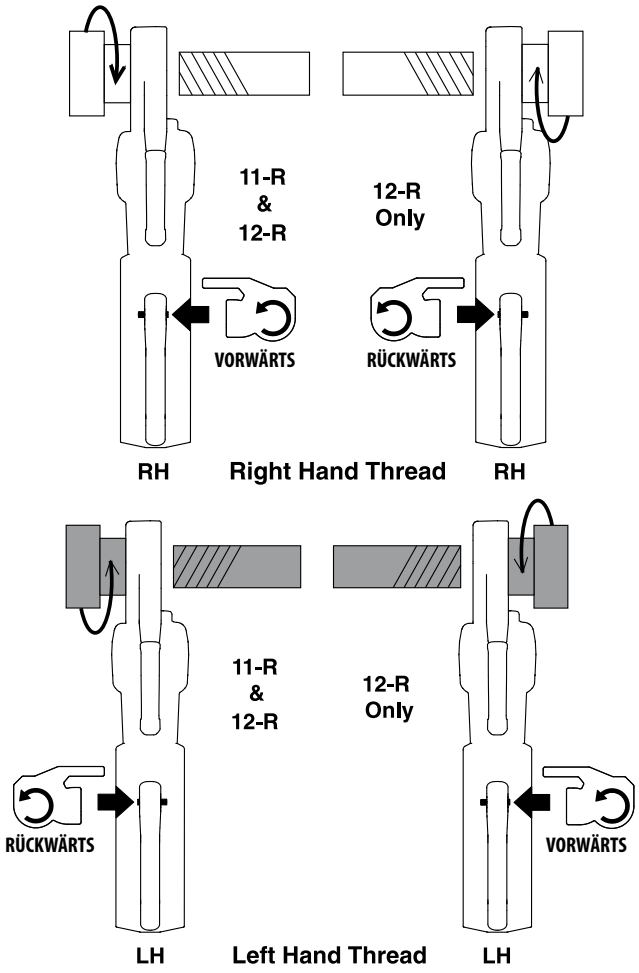

Abbildung 9 - Vorwärts/Rückwärts-Schiebeschalter/ Schneidkopfausrichtung
7. Stellen Sie den Vorwärts-/Rückwärts-Schiebeschalter des Kraftantriebs auf das gewünschte Rechts- oder Linksgewinde ein. *Siehe Abbildung 9*.